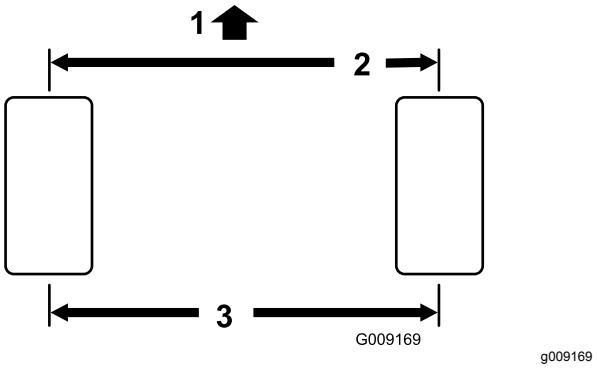

**Figur 76**
1. Mät avståndet från mitt till mitt (vid axelhöjd) framtill och baktill på styrhjulen. Det främre måttet ska vara 3 mm mindre än det bakre måttet (Figur 76).